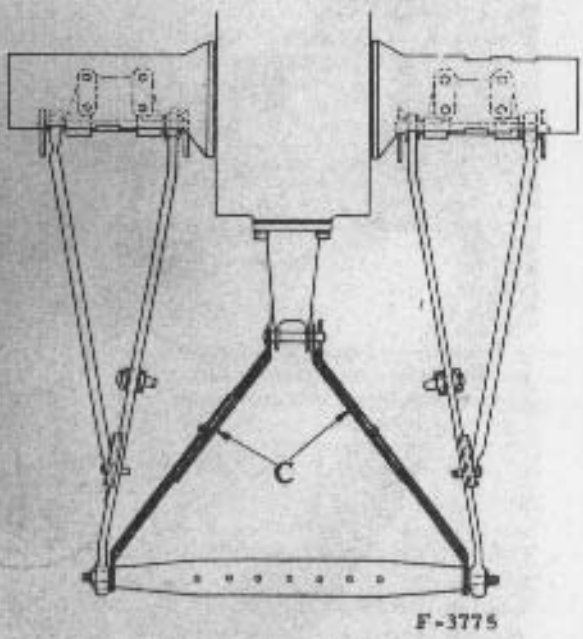

FIGURE 70 - C - Entretoise de réglage de barre d'attelage 3-Points.
Ces entretoises (C) (figure 70) qui peuvent être commandées séparément servent à maintenir fixe la hauteur désirée de la barre d'attelage 3-points. Elles s'adaptent de part et d'autre du support du 1er point et aux extrémités de la barre d'attelage à l'intérieur des maillons inférieurs.